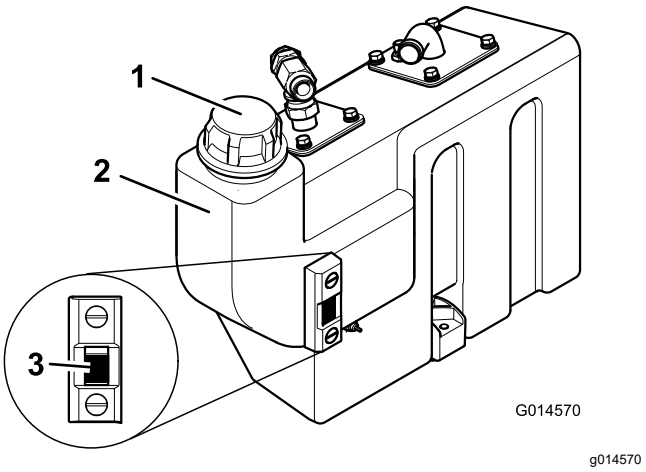

Rysunek 73
3. Jeżeli konieczne jest dolanie oleju hydraulicznego, oczyść obszar wokół szyjki wlewu i korka zbiornika hydraulicznego (Rysunek 73), a następnie odkręć korek.